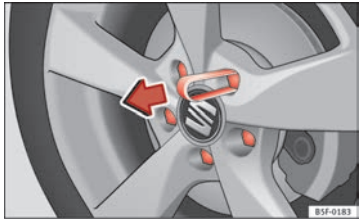

Fig. 134 Pull off the wheel bolt cap ▶
– Insert the plastic clip into the cap until the inner retaining notches on the clips touch the collar of the cap and then remove ⇒ Fig. 134.